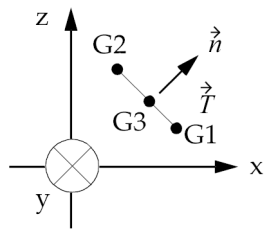
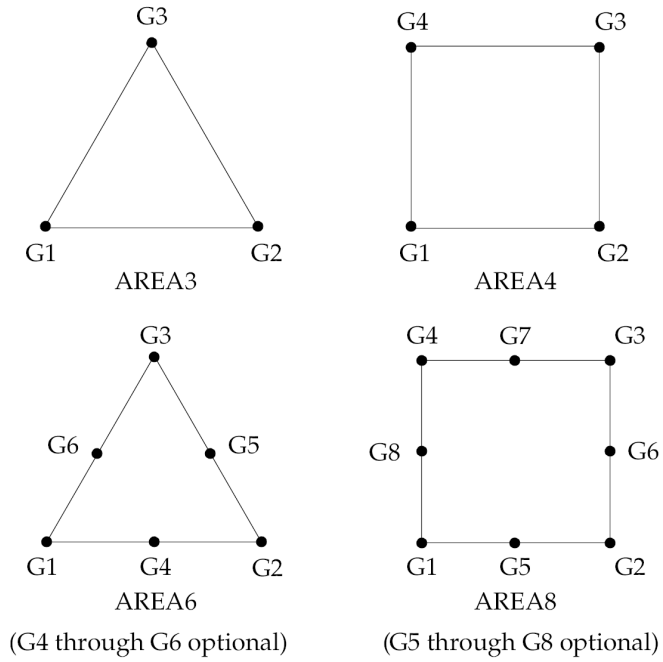
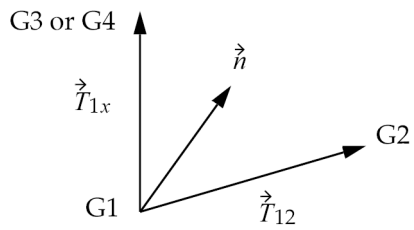

Figure 11-31. Normal Vector for CHBDYG Element of Type “REV”, XZ plane orientation
Figure 11-33. TYPE Examples
Figure 11-34. Normal Vector for CHBDYG Element of Types "AREAi"
3. TYPE specifies the kind of element surface; allowed types are: REV, AREA3, AREA4, AREA6, and AREA8. See Figure 11-31, Figure 11-33, and Figure 11-34.